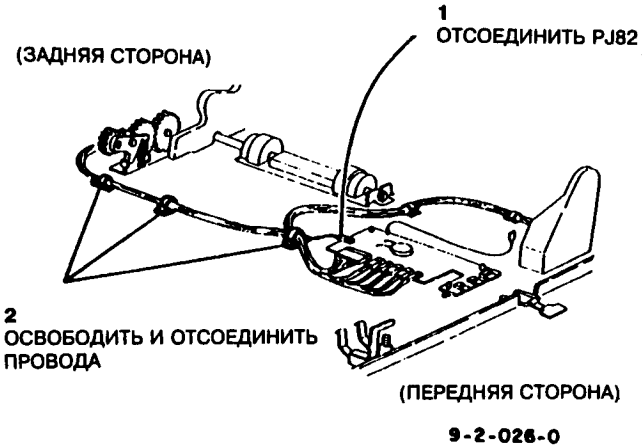

Рис.1 Отсоединение разъемов
5. Отключить разъем PJ82 от PWB подачи бумаги (рис.1).